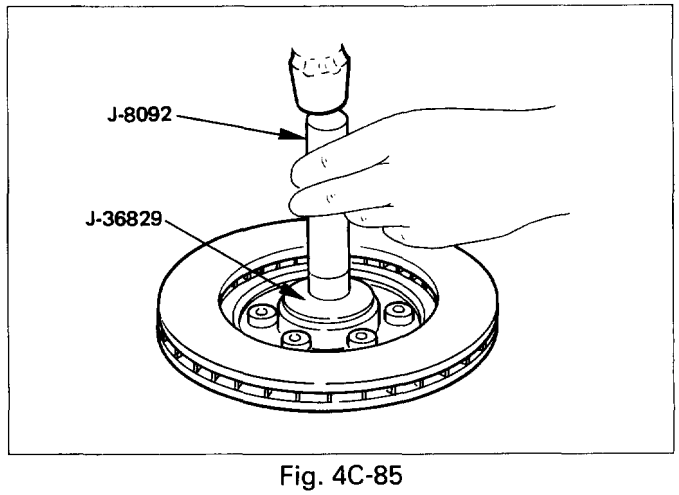

Fig. 4C-85
11. Outer bearing and outer race (Fig. 4C-86)